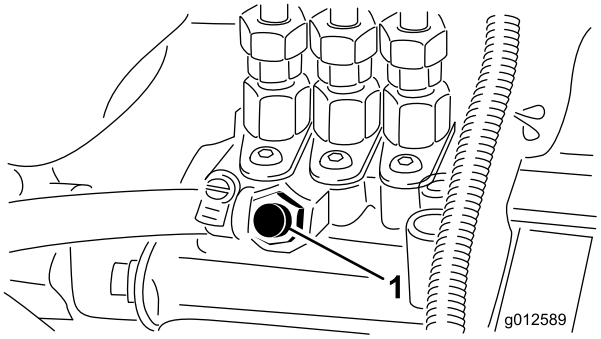

Figuur 31
4. Draai de ontluchtschroef op de brandstofinjectiepomp open (Figuur 31).